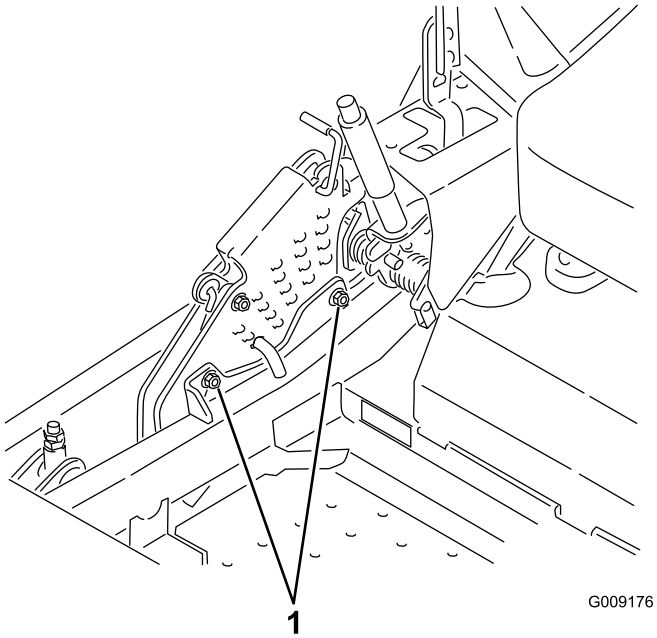

Figuur 87
12. Om het enkelpuntssysteem af te stellen, moet u de twee bouten onderaan de maaihoogteplaat losdraaien. Zie Figuur 87.
14. Draai de twee bouten aan de onderzijde van de maaihoogteplaat vast (Figuur 87). Vastdraaien met een torsie van 37-45 Nm.